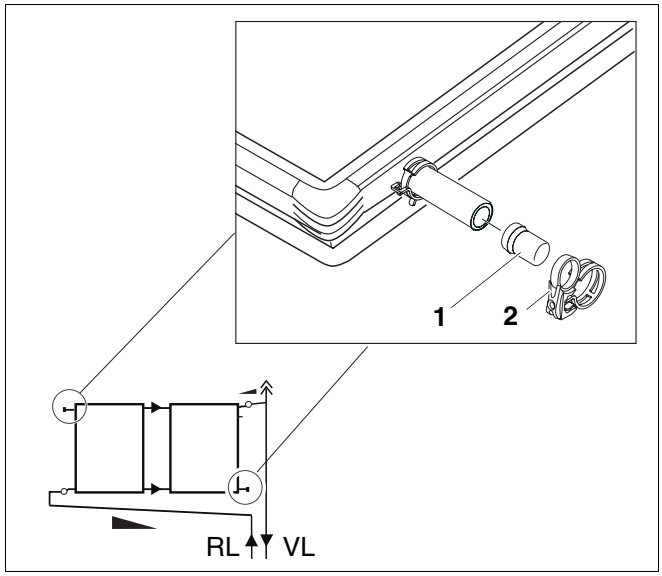

Afb. 54 Blindstop monteren
- Steek de blindstop (afb. 54, **pos. 1**) met de verdikking eerst in de korte slang.
- Schuif de veerklemring (afb. 54, **pos. 2**) tot aan de verdikking van de blindstop (afb. 54, **pos. 1**). Wanneer de veerklemring correct geplaatst is, kan u de blauwe veiligheidsring aantrekken.